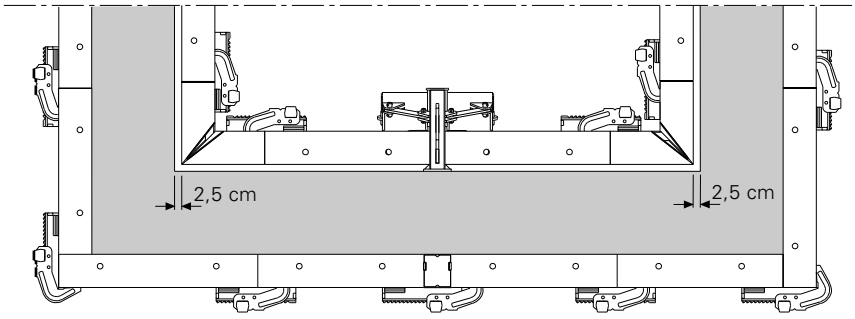

Rys. A18.05b
4. Wymiary wewnętrzne szybu windowego zmniejszają się o 2,5 cm z każdej strony. (Rys. A18.05b)